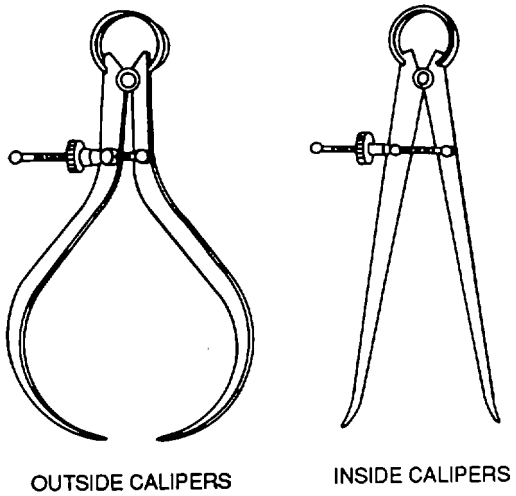

Figure 3-25. Spring-Joint Calipers
(2) Spring-joint calipers. The spring-joint calipers have the same type of legs, but are joined by a strong spring hinge, screw, and adjustment nut. They are shown in figure 3-25.